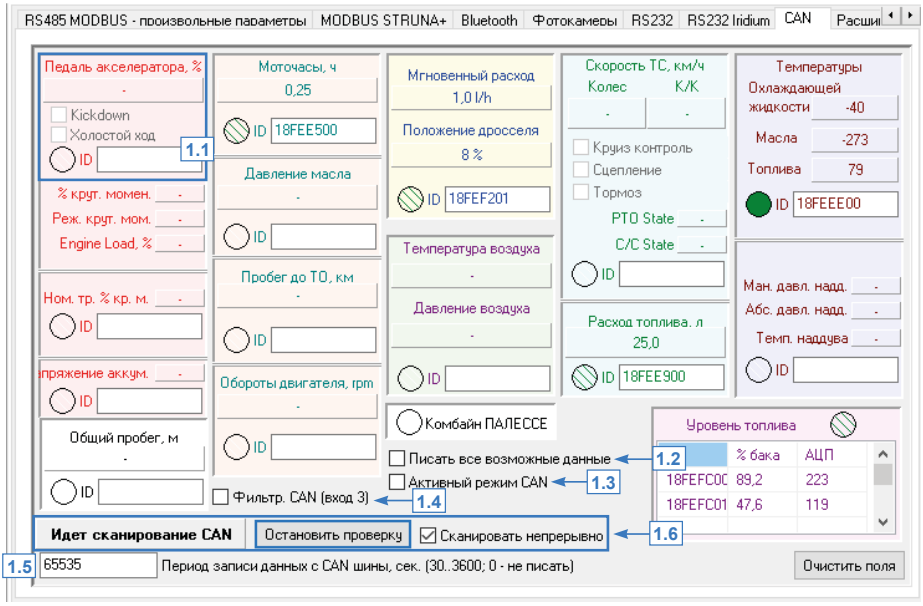

Рис.61. Вкладка «CAN».
На вкладке «CAN» пользователь может настроить работу прибора с шиной CAN в протоколе SAE J1939 **(Рис.61)**.
- в поле «ID» **(Рис.61, п. 1.1)** задать идентификатор записи. Если идентификатор записи CAN не задан, то прибор не будет записывать эту запись.
- для того чтобы в память прибора записывались все данные, полученные с шины CAN транспортного средства, включить опцию « Писать все возможные данные» **(Рис.61, п. 1.2)**.
- при необходимости включить опцию «Активный режим CAN» **(Рис.61, п. 1.3)**. В активном режиме прибор постоянно запрашивает данные из шины.
- для того чтобы использовать цифровой вход 3 для фильтрации оборотов двигателя, разрешить опцию «Фильтрация CAN (вход 3)» **(Рис.61, п. 1.4)**. Если опция включена, то при получении показаний оборотов двигателя с шины CAN, вход 3 прибора переключится в активное состояние. В этом случае активное состояние входа 3 может использоваться для фильтрации данных для подсчета времени работы двигателя в диспетчерской программе.
- в поле «Период записи данных с CAN шины» **(Рис.61, п.1.5)** задать интервал времени, с которым данные с шины CAN будут записываться в память прибора. Диапазон значение 30…3600, 0 – не писать данные CAN.
- Для проверки работоспособности шины CAN прибора «АвтоГРАФ», необходимо подключить прибор к шине CAN транспортного средства и запустить сканирование, нажав кнопку «Начать проверку» в программе «AG.GSMConf» **(Рис.61, п. 1.6)**.